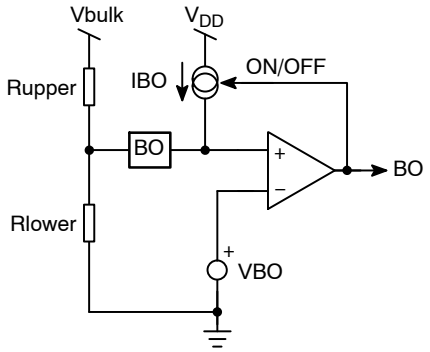

Figure 40. The Internal Brown-out Configuration with an Offset Current Source
The Brown-Out circuitry (BO) offers a way to protect the resonant converter from low DC input voltages. Below a given level, the controller blocks the output pulses, above it, it authorizes them. The internal circuitry, depicted by Figure 40, offers a way to observe the high-voltage (HV) rail. A resistive divider made of R_{upper} and R_{lower}, brings a portion of the HV rail on Pin 5. Below the turn-on level, the 28 μA current source IBO is off. Therefore, the turn-on level solely depends on the division ratio brought by the resistive divider.